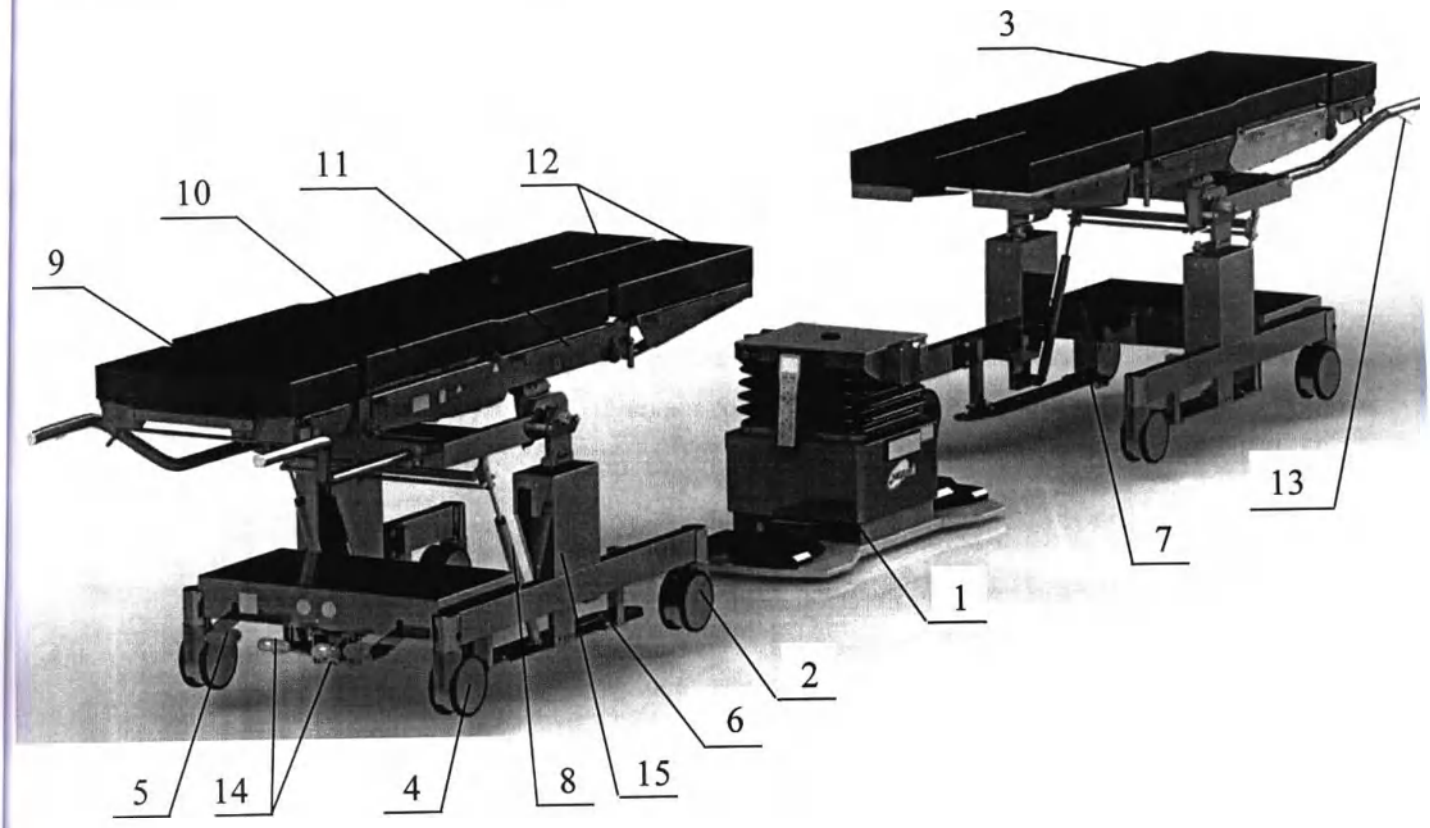

Рисунок 1.
6.1 Стол операционный системный со сменными панелями (Рисунок 1) представляет собой систему, состоящую из тумбы 1, тележки для транспортирования панели 2 и съемной панели 3. Данная система позволяет организовать работу операционного блока, значительно повысив его пропускную способность.
Таблица 4. Описание элементов стола согласно рис. 1
Универсальная панель стола состоит из секций: головной 9, спинной 10, центральной (тазобедренной) 11 и ножной 12 (Рисунок 1). Ножная секция состоит из двух частей – правой и левой.
Тележка для транспортирования панели, состоит из рамы, колесных опор 4 (Рисунок 1) диаметром 150 мм, центрального тормоза 5, подъёмного механизма 15 с механо-
Направляющие 6 и регулируемый упор 7 (Рисунок 1) предназначены для стыковки с умбой при перекладывании панели с тележки на тумбу или с тумбы на тележку.
Для удобного перемещения тележки по прямой траектории необходимо выставить адние колеса (со стороны ручек) вдоль тележки и перевести педаль центрального 5 (Рисунок 1) ормоза вверх, зафиксировав направление колес.